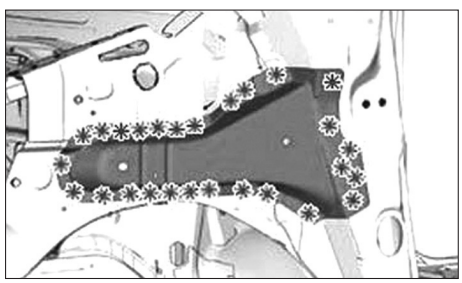

**FIG. 38**
• Avec un forêt de 8 mm de diamètre, fraiser les points de soudure **(Fig.38)**.